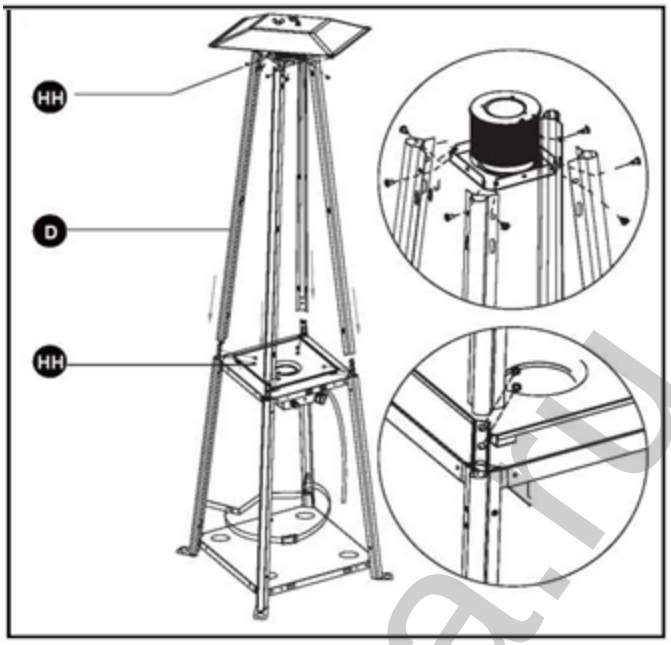

Рис. 9. Сборка верней, нижней опоры и установка дожигателя.
5. Вставьте верхнюю опору (D) в нижнюю (L), закрепите их при помощи 8-и винтов 3/16". Прикрепите дожигатель в сборе (B) к верхней опоре (D) с помощью 8-и винтов 3/16" (HH), как показано на Рис.9.